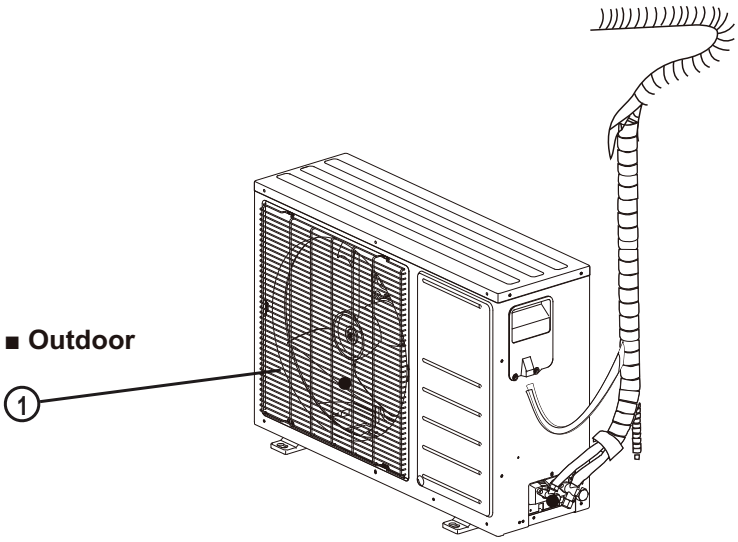

Fig. 2 — Outdoor Unit
- **Figure 2 is only a sketch. Different models may differ slightly.**